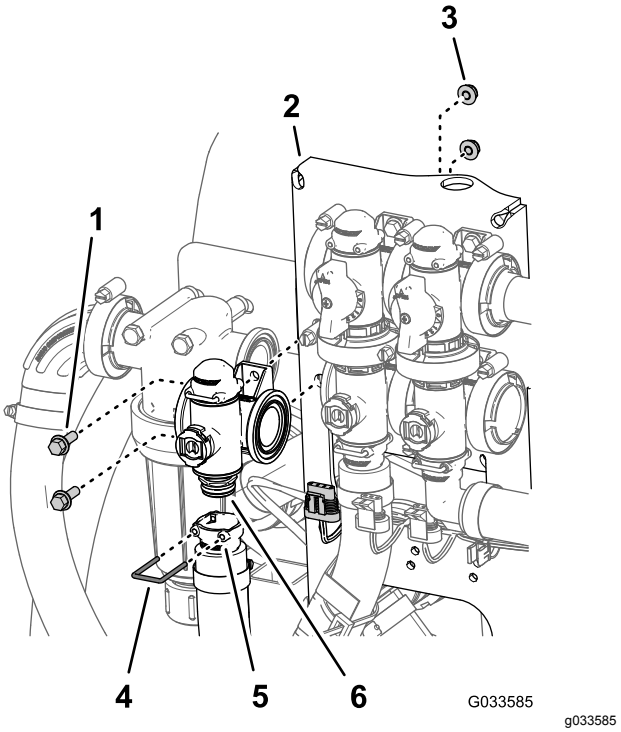

Figur 114
2. Fjern holderen som fester uttaksnippelen til manifoldkoblingen for mengderegulatorventilen (Figur 114).
3. Fjern de to flenshodeboltene (¼ x ¾ tomme) og de to flenslåsemutterne (¼ tomme) som fester mengderegulatorventilen til ventilfestet, og fjern ventilmanifolden fra maskinen (Figur 114).